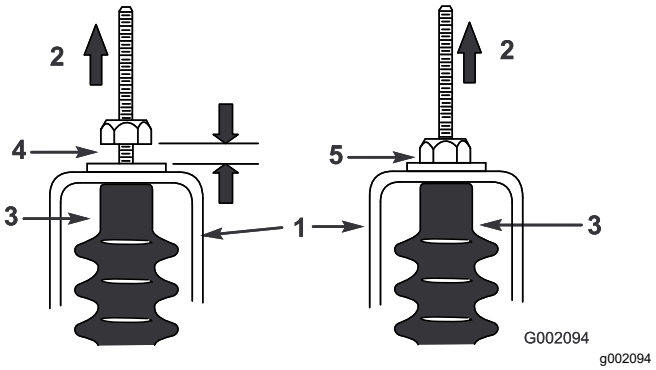

Figur 59
5. Træk begge skiftekabler op for at sikre, at der er en afstand på 0,76-1,52 mm mellem møtrikken/spændeskiven og den neutrale konsol (Figur 59).